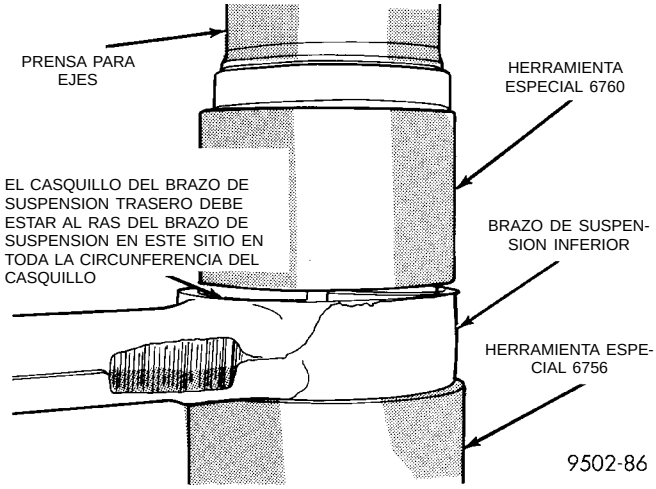

Fig. 80 Instalación correcta del casquillo trasero
(3) Coloque a presión el casquillo trasero en el brazo de suspensión inferior, hasta que la brida del casquillo quede al ras con la superficie maquinada del brazo de suspensión inferior (Fig. 80).